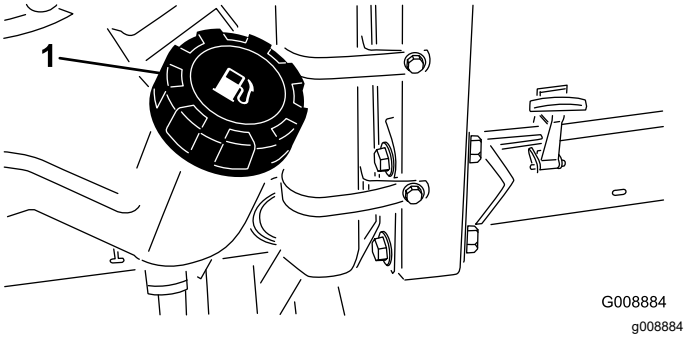

**Figur 29**
2. Rengør området omkring brændstoftankens dæksel (Figur 29).